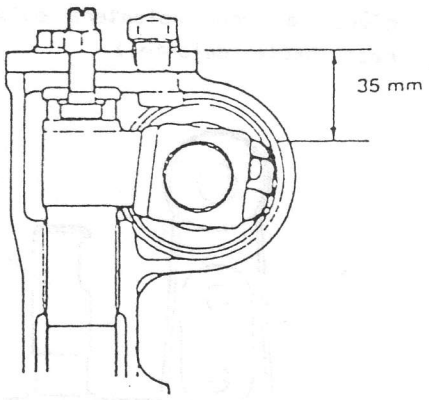

Fig. 18-17
1) Si al efectuar la inspección del vehículo durante el servicio se descubre que hay pérdidas de aceite en la caja, ponga el tapón y revise el nivel de aceite en el interior. Este nivel debe llegar a la altura observada en la Fig. 18-17. En caso negativo, añada aceite, cuidando de utilizar el aceite de engranajes prescrito, o sea SAE 90.